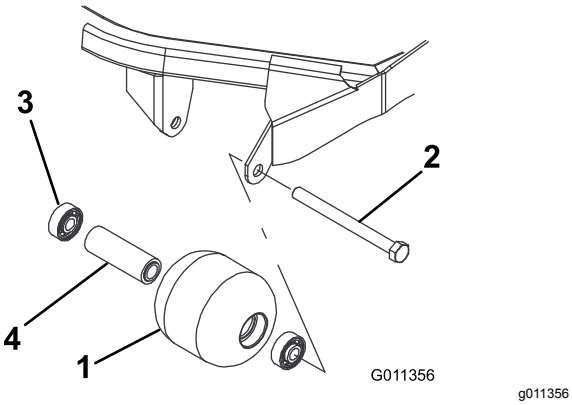

**Figur 91**
1. Avlägsna rullarnas fästbultar (Figur 91).
4. Kontrollera att rullkåpan, lagren och lagrets distansbricka är i gott skick (Figur 91). Byt ut skadade delar och montera ihop igen.
1. Tryck in det första lagret i rullkåpan (Figur 91). Tryck endast på den yttre lagerbanan eller lika mycket på den inre och yttre lagerbanan.
2. För in distansbrickan (Figur 91).
3. Tryck in det andra lagret i rullkåpan (Figur 91) genom att trycka lika mycket på den inre och den yttre lagerbanan tills den inre lagerbanan kommer i kontakt med distansbrickan.